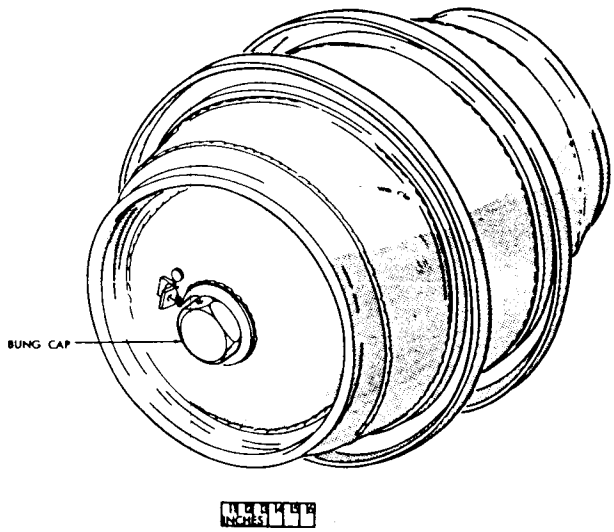

*Figure 83. Acid drum.*
*b. Acid Drum* (fig. 83). The inhibited red fuming nitric acid will be received in a reusable drum containing the exact amount of acid needed to fill one missile. The drum is equipped with rings around the body to aid in handling and fastening the drum to the servicer.